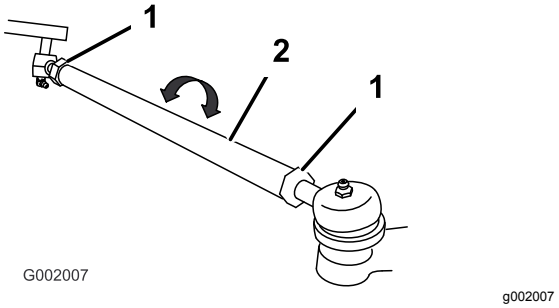

**Rysunek 49**
5. Jeżeli wynik pomiaru nie mieści się w podanym zakresie, poluzuj nakrętki zabezpieczające na obu końcach drążków kierowniczych (Rysunek 49).